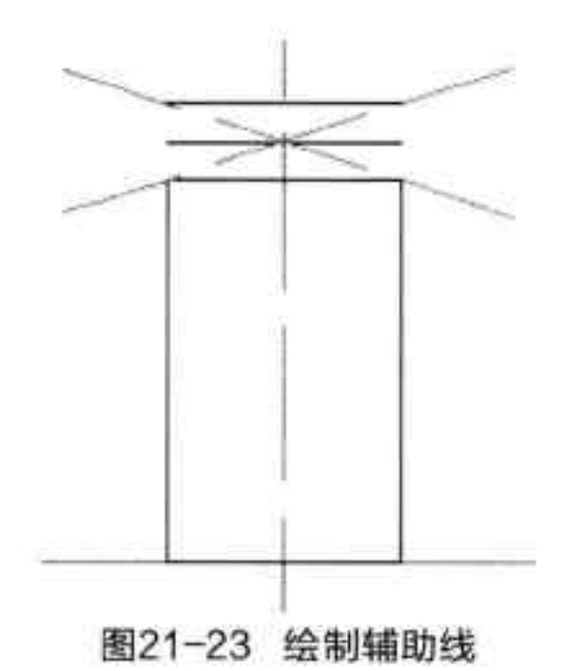

图21-23 绘制辅助线
Step 08 将“辅助线”层置为当前层，然后执行“直线”命令，绘制相交的辅助线，如图 21-23 所示。